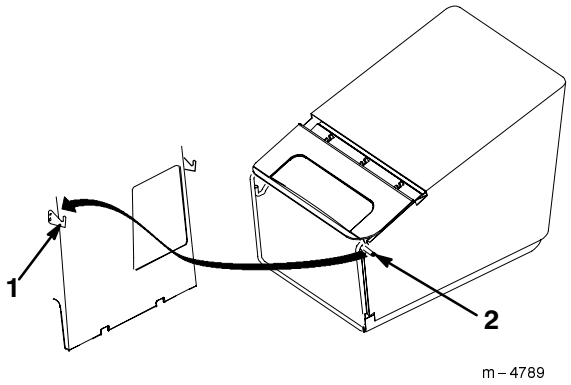

Figur 15
5. Heng gressposetappene på krokene på gressklipperen, som vist på figur 15.
4. Løft gressposetappene av krokene og ut av åpningen, som vist på figur 15.